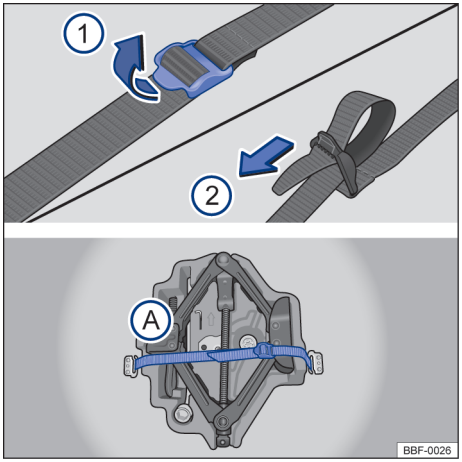

Fig. 156 No compartimento de bagagem: cinta de fixação da caixa de ferramentas e caixa de ferramentas de bordo.
Para soltar a cinta de fixação → Fig. 156 Ⓐ, puxar a fivela no sentido da seta ①.